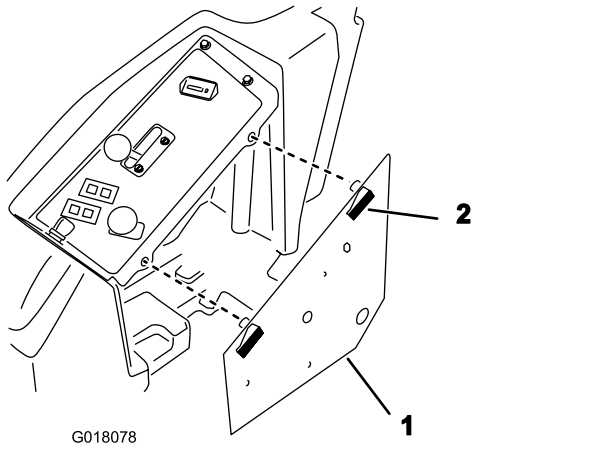

Figura 7
2. Desenganche el conjunto del panel de control y apártelo (Figura 7).